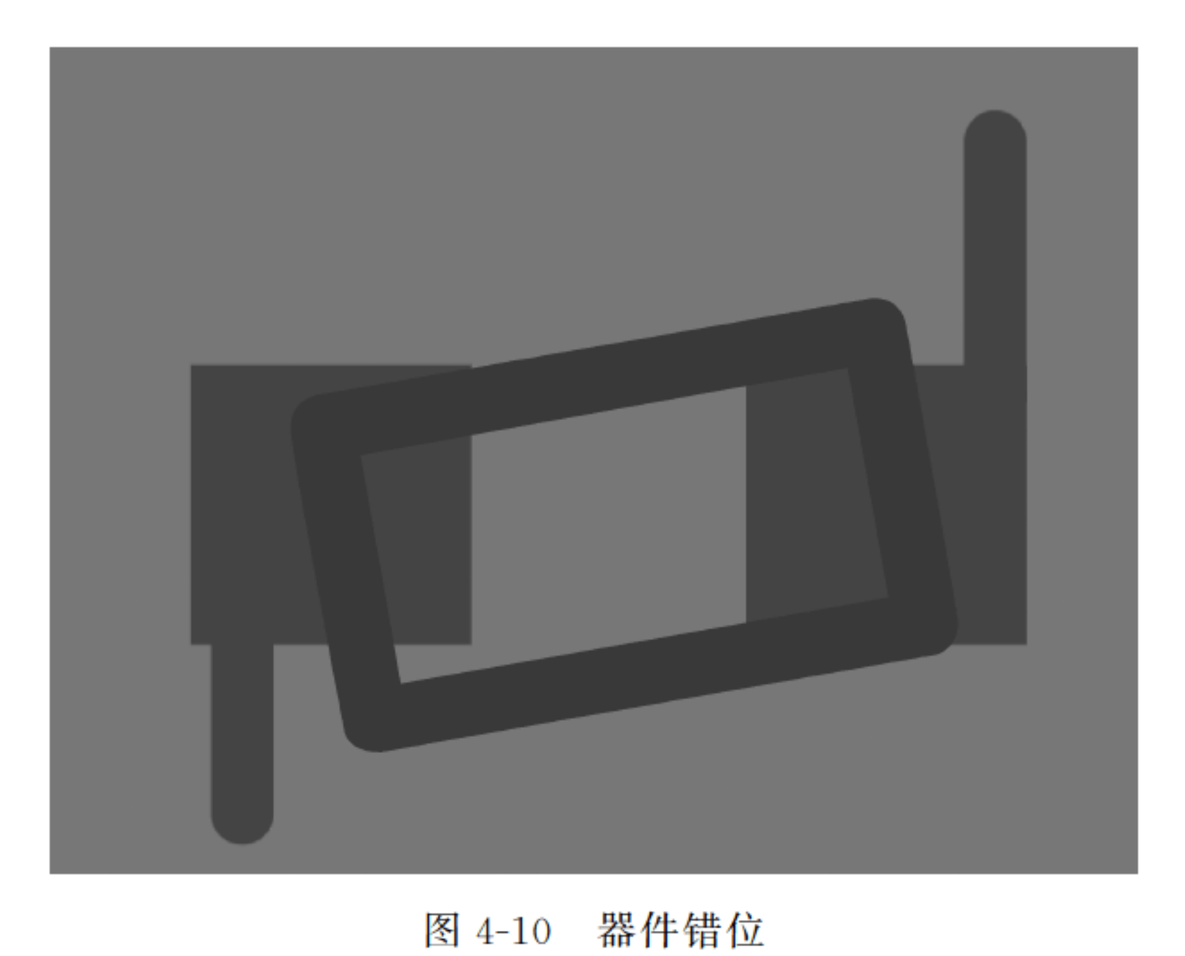

图 4-10　器件错位
② 尽量使连接到焊盘的走线呈对称分布,减少不对称分布引起的器件错位,如图4-10所示。